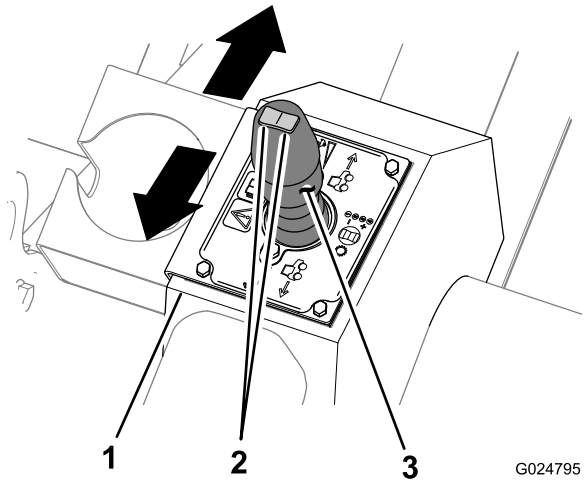

Figure 14
Lors du creusage, de l'enfouissement ou du forage, utilisez le levier de commande de déplacement pour changer la direction et la vitesse de la machine (Figure 14). La vitesse de déplacement de la machine, dans l'une ou l'autre direction, est proportionnelle au déplacement du levier de commande.
- Poussez le levier de commande de déplacement en avant pour que la machine commence à avancer (Figure 14).
- Tirez le levier de commande de déplacement en arrière pour que la machine commence à reculer (Figure 14).
- Amenez le levier de commande de déplacement au point mort (position centrale) pour arrêter la machine (Figure 14).
Le sélecteur de vitesses est situé au sommet du levier de commande de déplacement (Figure 14), et il permet de sélectionner le rapport de transmission.